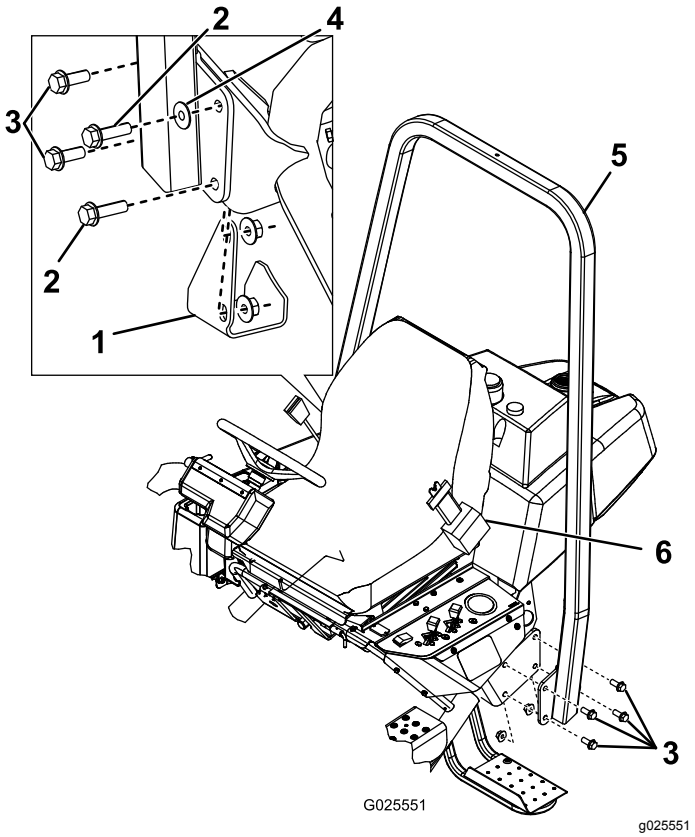

Figur 6
2. Sænk styrtbøjlens ramme (Figur 6) ned på monteringsbeslagene, så monteringshullerne rettes ind.
3. Fastgør venstre side af styrtbøjlen til monteringsbeslaget med 4 bolte (1/2 x 1,5 tommer) og låsemøtrikker (Figur 6).
4. Fastgør højre side af styrtbøjlen og den donkraftpude, du fjernede tidligere, til monteringsbeslaget med to bolte (1/2-1,5 tommer), to bolte (1/2 x 1,75 tommer), én spændeskive og låsemøtrikker som vist i Figur 6.
Vigtigt: **Sørg for, at du monterer spændeskiven i den korrekte placering som vist i Figur 6.**